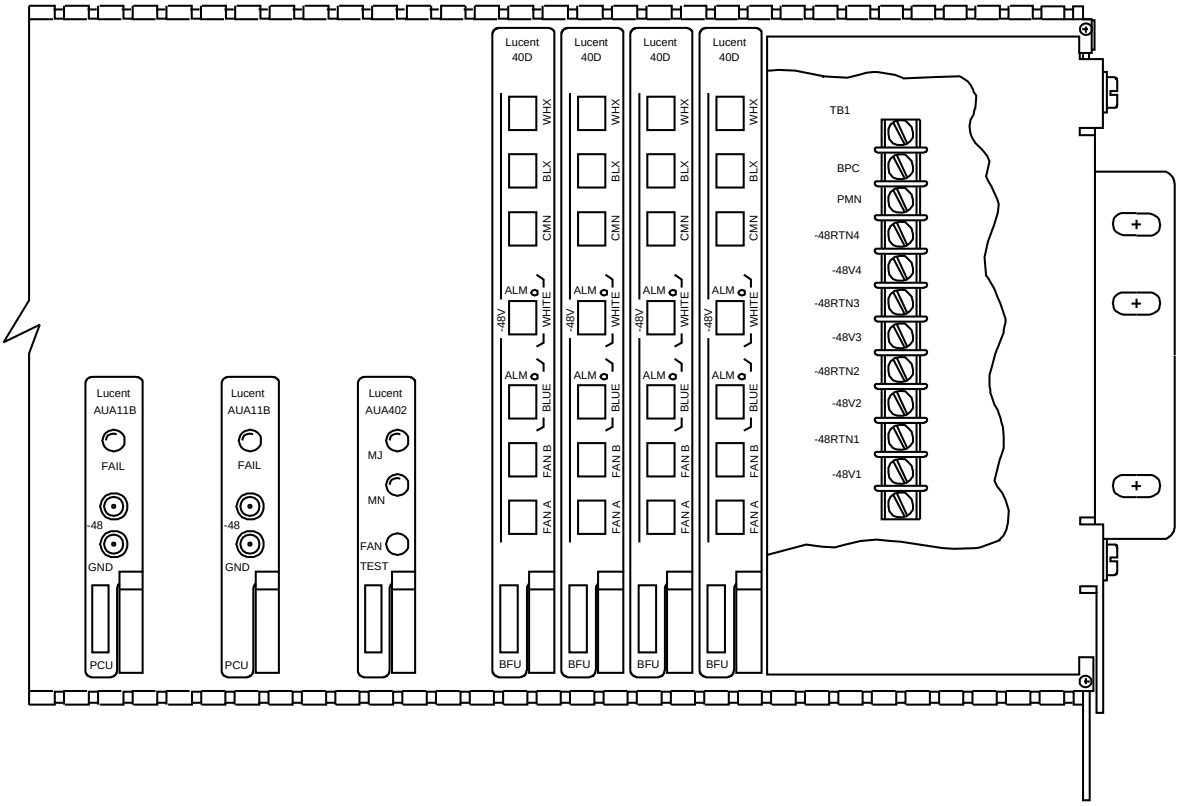

**Figure 1 – Location of TB1 on RT Optics Power Shelf**
15. At **TB1** on RT optics power shelf (Figure 1), use DMM to measure voltage between –**48V1** and –**48RTN1** and between –**48V2** and –**48RTN2**.